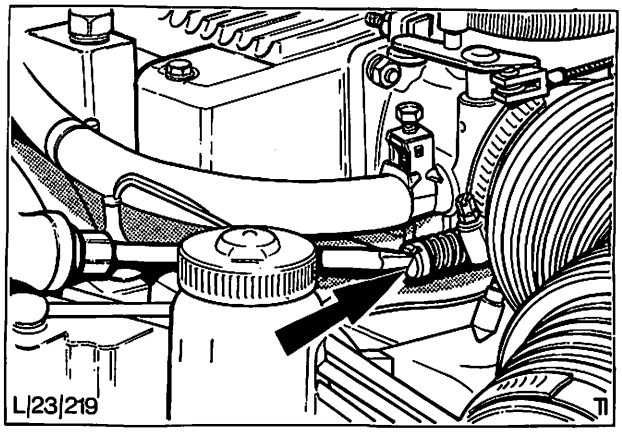

Abb. 66 Einstellschraube – Leerlaufdrehzahl
6. Leerlauf-Einstellschraube, Abb. 66, auf die vorgeschriebene Leerlaufdrehzahl einstellen (siehe „Technische Daten").